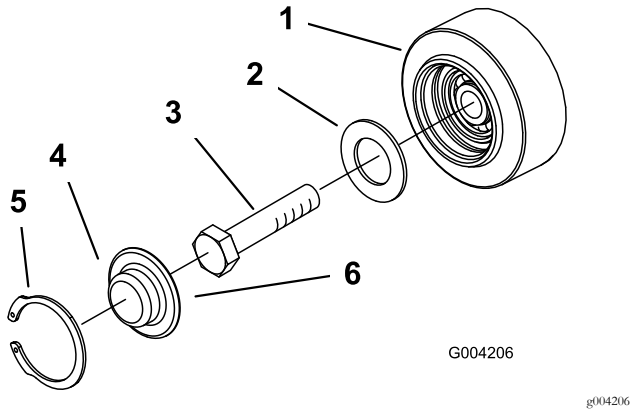

Figur 52
3. Ta bort låsringen och hatten från väghjulet (Figur 52).
4. Kontrollera smörjningen under hatten och runt packningen (Figur 52). Om den är smutsig, sandig eller förbrukad gör du rent så att allt fett försvinner, byter packningen och smörjer igen.
6. Sätt den infettade väghjulshatten över bulthuvudet (Figur 52).
7. Fäst väghjulshatten med låsringen (Figur 52).